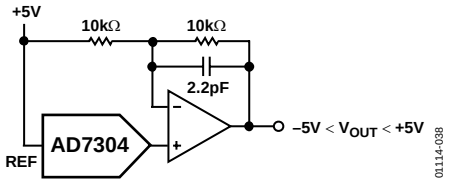

Figure 38. 4-Quadrant Multiplying Application Circuit
In some applications, it may be necessary to generate the full 4-quadrant multiplying capability or a bipolar output swing. This is easily accomplished using an external true rail-to-rail op amp, such as the OP295. Connecting the external amplifier with two equal value resistors, as shown in Figure 38, results in a full 4-quadrant multiplying circuit. In this circuit, the amplifier provides a gain of two, which increases the output span magnitude to 10 V. The transfer equation of this circuit shows that both negative and positive output voltages are created as the input data (D) is incremented from code zero (V_{OUT} = −5 V) to midscale (V_{OUT} = 0 V) to full scale (V_{OUT} = +5 V).